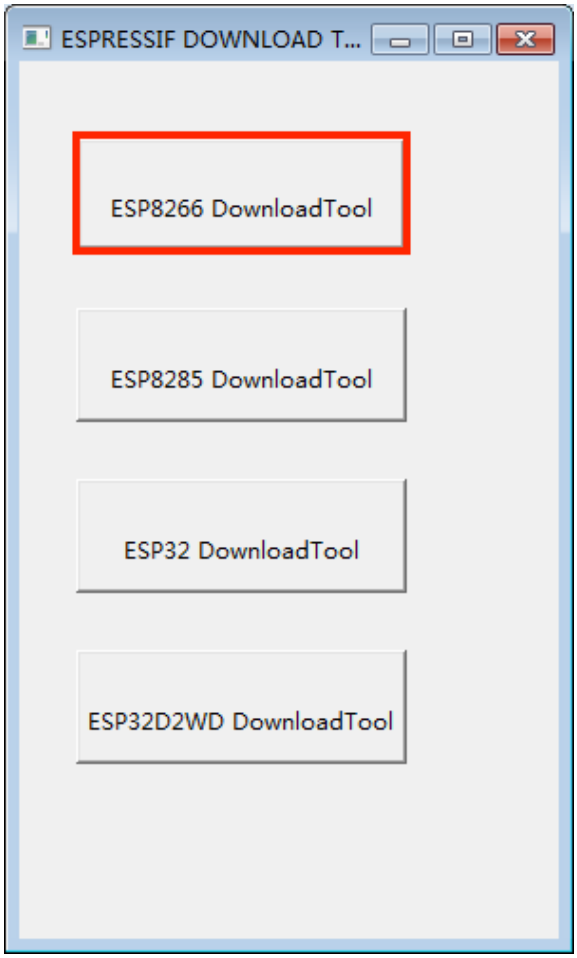

图 4-7. 设备选择 — ESP8266 DownloadTool
1. 打开下载工具，选择***"ESP8266 DownloadTool"***，如图 4-7 所示。